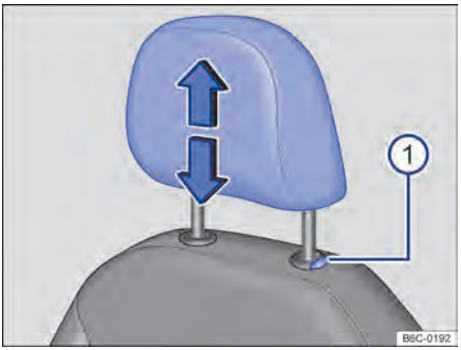

Fig. 70 Apoio para cabeça dianteiro: desinstalar.
– Retirar o apoio para cabeça com o botão → Fig. 70 ① pressionado. ▶
– Empurrar o apoio para cabeça totalmente para baixo com o botão → Fig. 70 (1) pressionado.